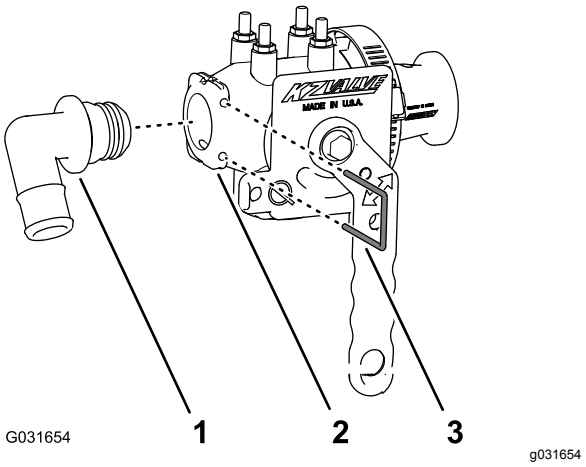

Figur 220
1. Rikta in 90-graderskopplingen med hulling (Toro-artikelnr 131-3727) med vätskeavstängningsventilen (Toro-artikelnr 130-7324) enligt Figur 220, och för in den hullingförsedda kopplingen i ventilen så att kopplingen sitter på plats ordentligt.